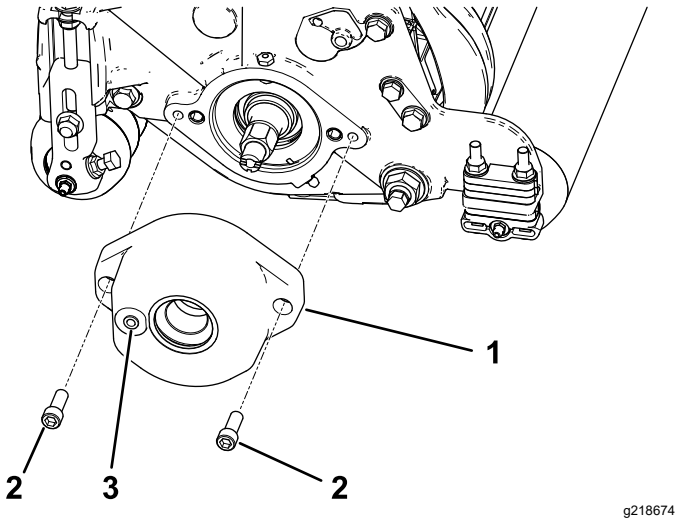

Figura 5
3. Monte a caixa da escova do rolo na estrutura dos rolamentos do cilindro com 2 parafusos sextavados interiores; consulte a Figura 5.